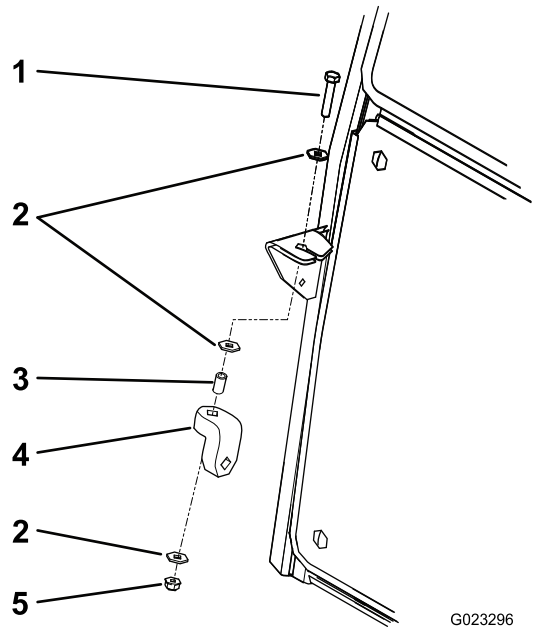

Figur 12
1. Monter løst et gummiophæng på undersiden af hver tap på forsiden af førerhuset med en bolt (5/16 x 1-5/8 tomme), 2 spændeskiver (3/8 tomme), en afstandsbøsning og en flangemøtrik (5/16 tomme) som vist i Figur 12.